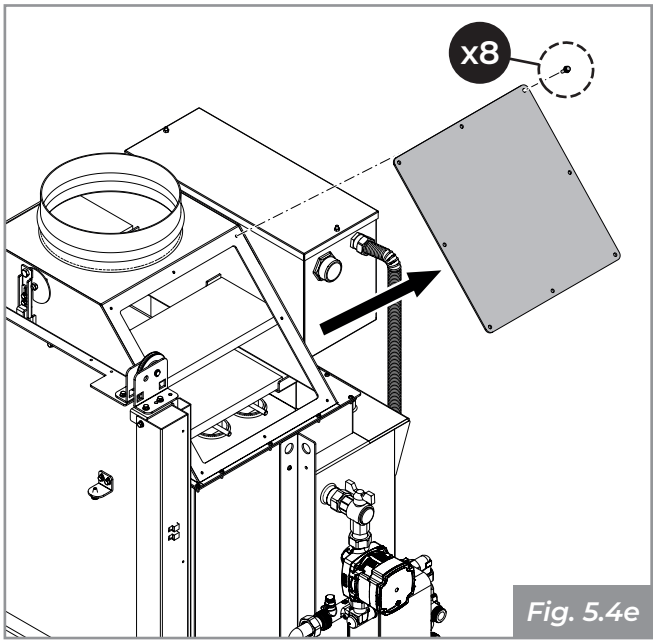

Fig. 5.4e
- Accedere al vano ispezione del giro fumi svitando le viti del coperchio ispezione cappa fumi, situata dalla parte dell'impianto idraulico **(Fig. 5.4e)**;